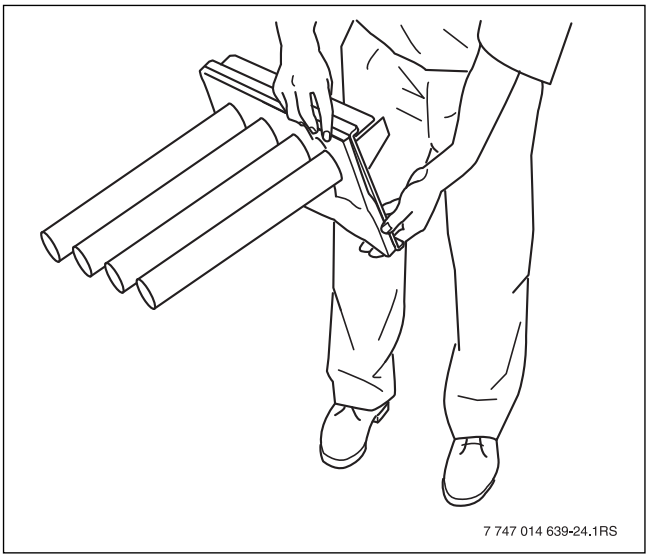

Рис. 47 Опрокидывание горелки
- Переверните горелку, чтобы удалить остатки воды (→ рис. 47, стр. 40).